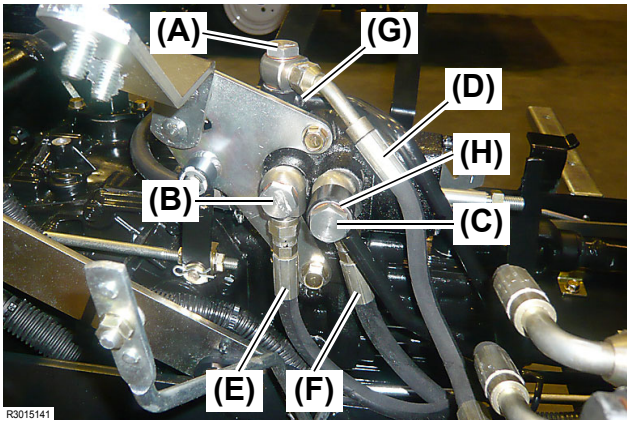

Fig. 2
2. Remove the ball joint bolts **(Fig. 2, (A), (B) and (C))** and remove the hydraulic lines **(Fig. 2, (D), (E) and (F))** of the implement control valve from the control valve.